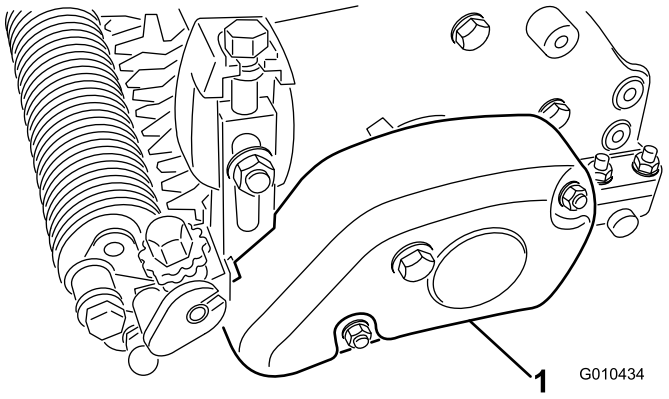

Рисунок 20
3. Прикрепите кожух ремня к узлу механической щетки двумя контргайками (M8), как показано на Рисунок 20.